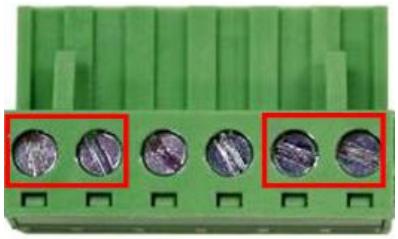

*Figure 2.7*
2. Tighten the wire-clamp screws to prevent the wires from loosening, as shown below in *Figure 2.7*.